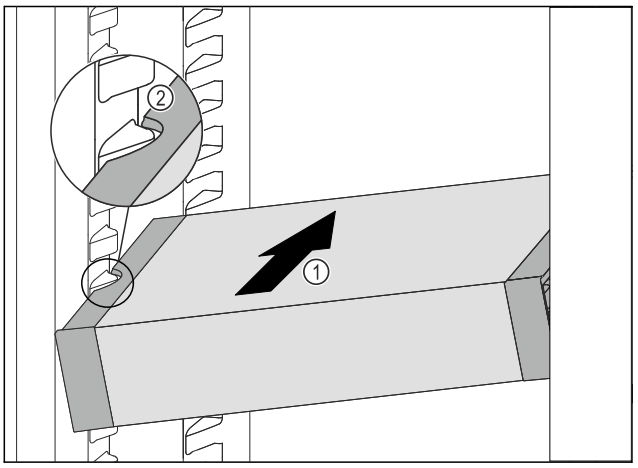

Fig. 151
▶ Împingeți VarioSafe oblic în frigider *Fig. 151 (1)*, până când degajările laterale *Fig. 151 (2)* ale VarioSafese află la înăl-țimea nervurii recipientului din frigider.